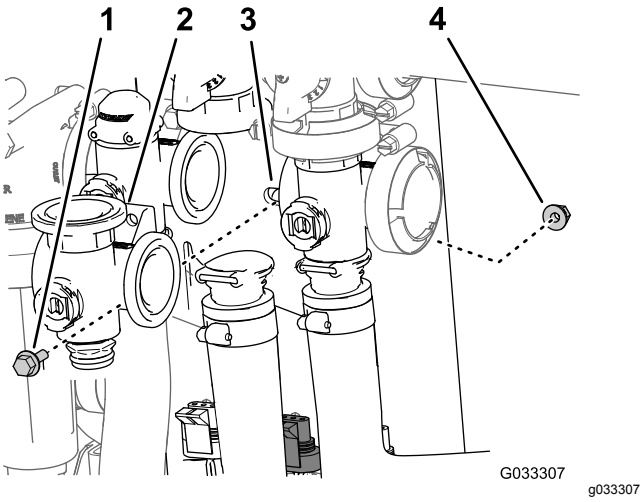

Figur 65
3. Afmonter flangehovedbolten og flangelå-semøtrikken, der fastgør omrøringsventilen til ventilbeslaget, og afmonter ventilmanifolden fra maskinen (Figur 65).